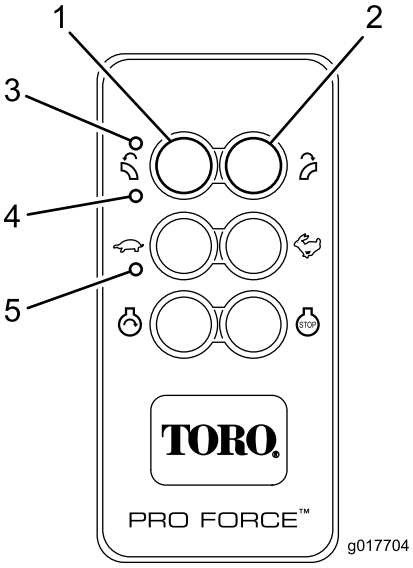

Figur 12
Fjernbetjeningen aktiveres (tændes), når der trykkes på en knap. Når lysdioderne TX og RX blinker, er fjernbetjeningen aktiv og kommunikerer med basisenheden. For at spare batteristrøm forbliver fjernbetjeningen aktiv i cirka tre (3) sekunder, før den automatisk lukker ned, medmindre en knap aktiveres inden for tidsgrænsen på tre sekunder. Når tiden udløber, og enheden lukker ned, stopper al aktivitet på kontroldioderne (Figur 12). Når der trykkes på en relevant knap, aktiveres fjernbetjeningen igen.